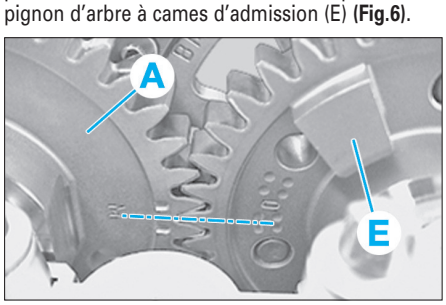

Fig. 6
• Les cames de l'arbre à cames d'échappement (E) relatives au cylindre 1 sont inclinées à gauche vers l'extérieur.
• Le repère sur le pignon d'arbre à cames d'échappement (A) doit coïncider avec le repère sur le pignon d'arbre à cames d'admission (E) **(Fig.6)**.